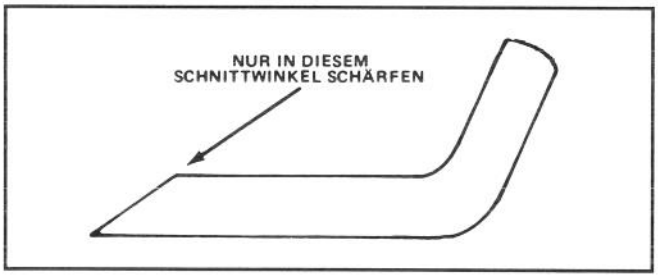

Abbildung 24
6. SCHÄRFEN DES MESSERS—Mit einer Feile die Oberkante des Messers (die zum Mahergehäuse zeigt) schärfen und dabei den ursprünglichen Schnittwinkel beibehalten (Abb. 24). Das Messer bleibt ausgewuchtet, wenn von beiden Schnittkanten gleichviel Material abgetragen wird.